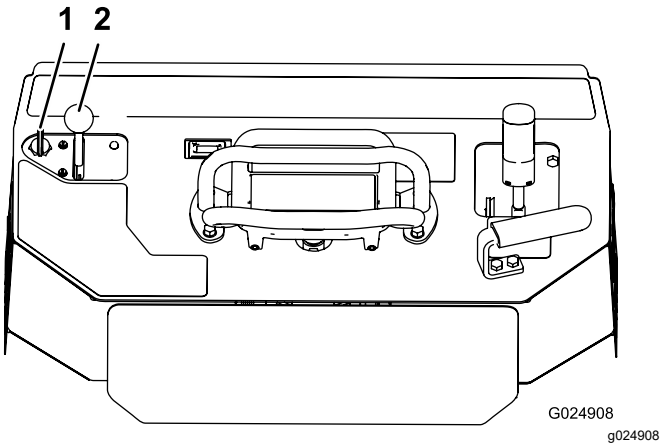

Figuur 18
1. Zet de gashendel halverwege tussen de standen LANGZAAM en SNEL (Figuur 18).
2. Draai het sleuteltje naar de stand AAN (Figuur 18). Laat het sleuteltje los zodra de motor aanslaat.
3. Zet de gashendel in de gewenste stand (Figuur 18).